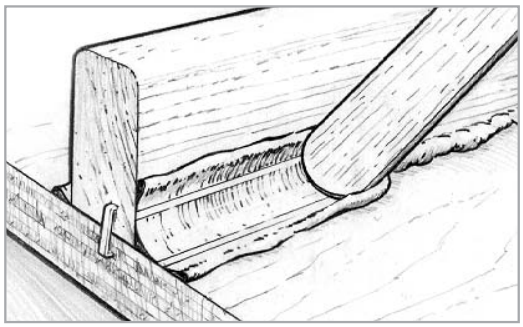

Figure 8-12 *Shape and smooth the fillet with a rounded filleting tool.*
2. Shape and smooth the squeezed-out thick epoxy into a fillet by drawing a rounded filleting tool (mixing stick) along the joint, dragging excess material ahead of the tool and leaving a smooth cove-shaped fillet bordered on each side by a clean margin. Some excess filleting material will remain outside of the margin *(Figure 8-12)*. Use the excess material to re-fill any voids. Smooth the fillet until you are satisfied with its appearance. A mixing stick will leave a fillet with about a ⅜" radius. For larger fillets, an 808 Flexible Spreader, cut to shape or bent to the desired radius, works well.